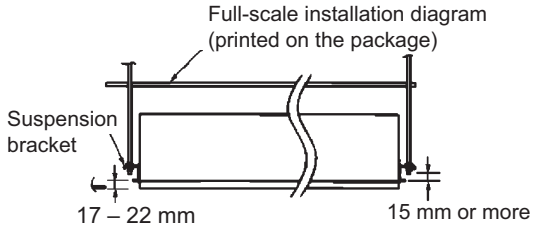
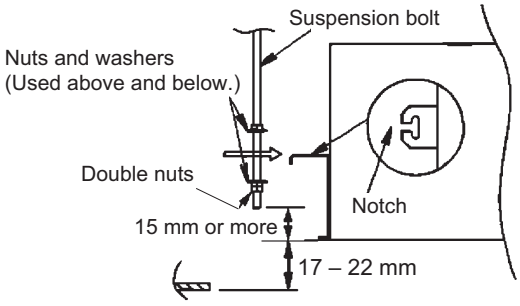

Fig. 2-174
Fig. 2-175
(1) The measurements of the ceiling hole and suspension bolt positions should be as shown in Fig. 2-169. The length of the suspension bolts should extend a minimum of 15 mm beyond the bottom of the unit suspension bracket. Refer to Fig. 2-174.
- **The length of the suspension bolts should be such that there is clearance of at least 15 mm below the bottom of the bracket, as shown in Fig. 2-175. If the suspension bolts are too long, they will contact the ceiling panel and louver motor cover, making installation impossible.**
(3) Thread the 3 hexagonal nuts and 2 washers (field supply) onto each of the 4 suspension bolts as shown in Fig. 2-175. Use 1 nut and 1 washer for the upper side, and 2 nuts and 1 washer for the lower side, so that the unit will not fall off the suspension lugs.
(4) The indoor unit should be suspended from the suspension bolts (Fig. 2-175) so that the distance between the bottom of the suspension lug and the bottom surface of the ceiling is 17 to 22 mm. (Fig. 2-174) Clearance between the indoor unit and the bottom surface of the ceiling is adjustable after the ceiling panel is attached to the unit.